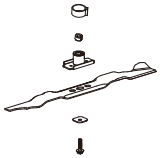

Fig.15B
- Install the blade adapter on the crankshaft (Fig.15B)
- Align the washer over the blade and insert the hex bolt. Tighten the hex bolt to the torque (Fig. 15B/C)